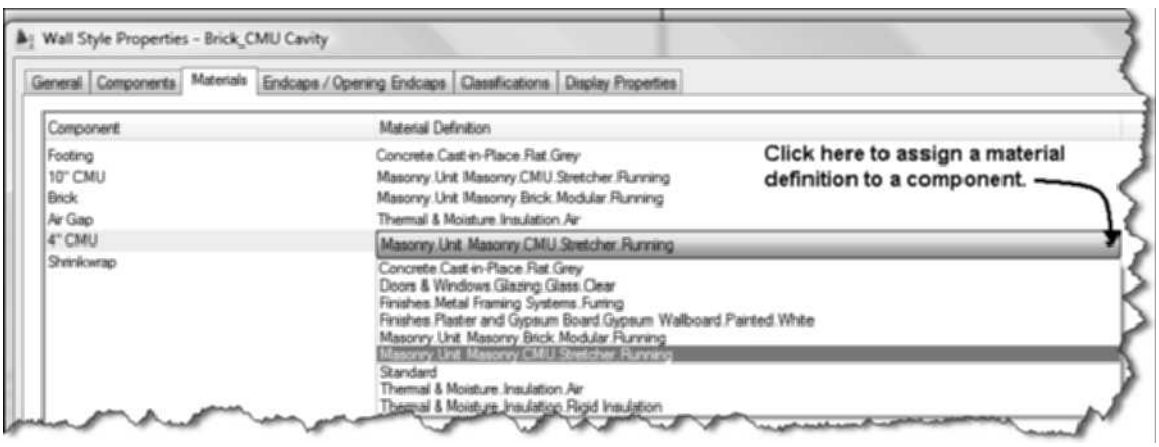

FIGURE 3.23 *Materials tab of the Wall Style Properties dialog box*
40. Choose the Materials tab. This tab allows you to assign material definitions to a component. Click the Material Definition column as shown in Figure 3.23 to choose a material definition. A material definition displays the material in section and elevation.